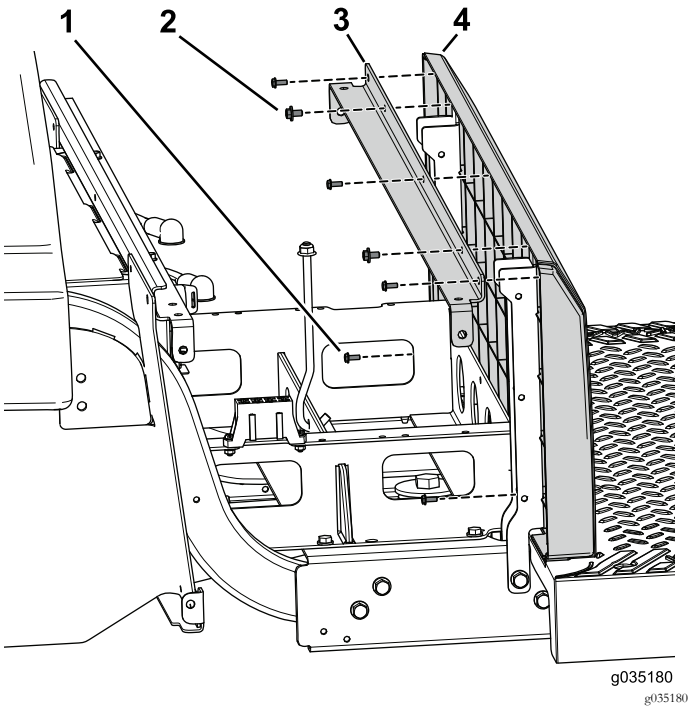

Figur 85
setebasepanelet til den venstre og høyre setestøtten (Figur 85).
6. Bruk de fem skruene (nr. 10 x 1/2 tomme) til å feste bakpanelet til den vinklede støttebraketten og setestøttene (Figur 85).